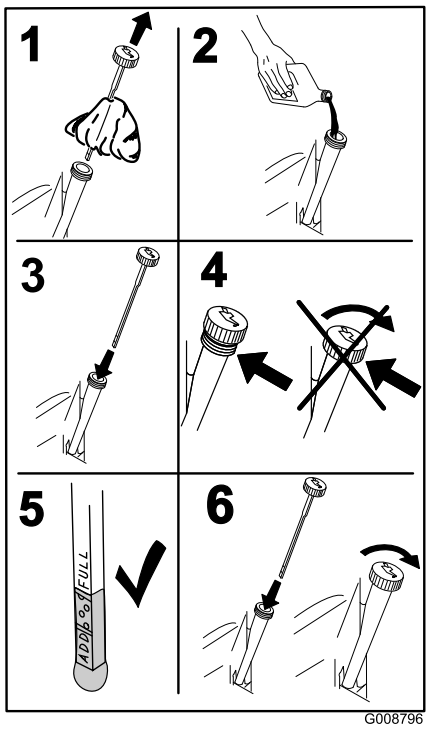

**Figur 40**
4. Slå langsomt cirka 80 % av den spesifiserte oljen ned i påfyllingsrøret, og tilfør sakte resten av oljen til den når **Full**-merket (Figur 40).